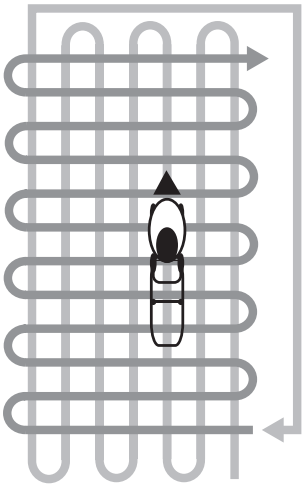

**Рис. 15 Схема скашивания высокой и/или загущенной травы**
5. При работе в тяжелых условиях (п. 3,4) рекомендуется проводить скашивание в несколько приёмов каждый раз уменьшая высоту скашивания. На Рис. 15 представлена схема движения газонокосилки при скашивании высокой и/или загущенной травы.